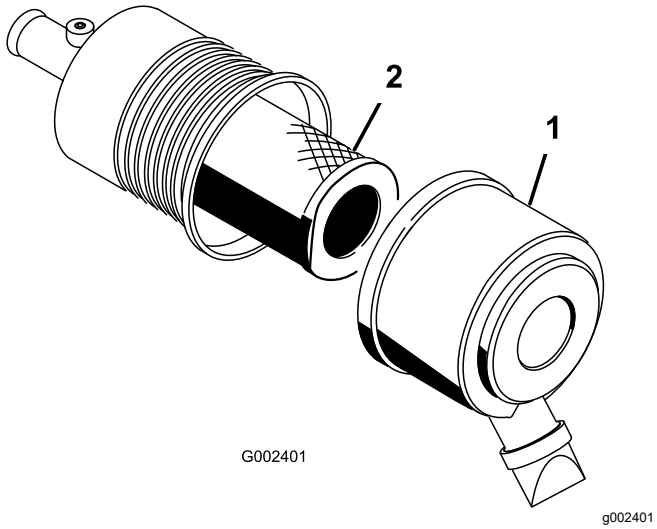

Figuur 55
1. Maak de sluitingen los waarmee het deksel van het luchtfilter is bevestigd aan het luchtfilterhuis (Figuur 55).
2. Verwijder het deksel van het luchtfilterhuis (Figuur 55).
4. Verwijder en vervang het filter (Figuur 55).